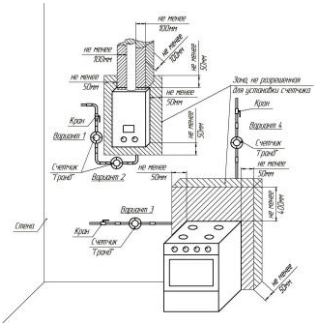

Рисунок 2
5.5.1 Установить счетчик на вертикальном или горизонтальном участке газопровода (рисунок 2). **ВНИМАНИЕ!** ***Запрещается устанавливать счетчик над источником тепла или открытого пламени! Направление стрелки на корпусе счетчика должно совпадать с направлением потока газа в газопроводе.*** Допускается установка счетчика в любом удобном для потребителя положении, не противоречащем правилам установки и монтажа газового оборудования. Наличие прямых участков до и после счетчика не требуется.